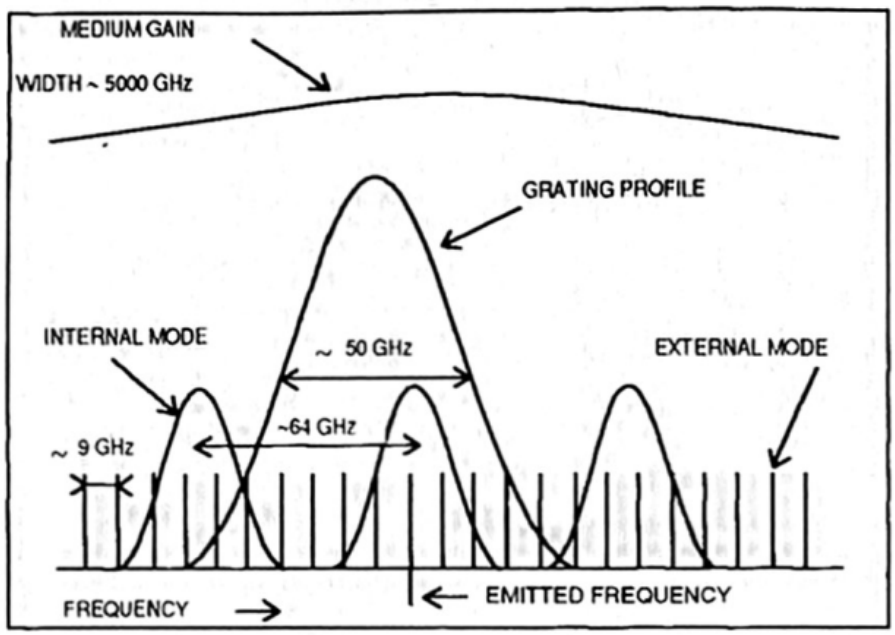

Figure 2: Here the effects of the various components and physical parameters have on the line width (AG 2011). The
- by tuning the grating angle by a fine threaded screw (2 in Figure 2) the wavelength may be varied up to 100nm (no realignement of optical set up required)